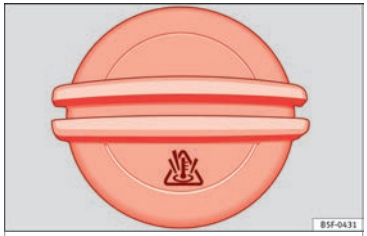

Fig. 110 In the engine compartment: Coolant expansion tank cap
- The coolant expansion tank is easily recognisable because of the symbol on the cap ››› Fig. 110.